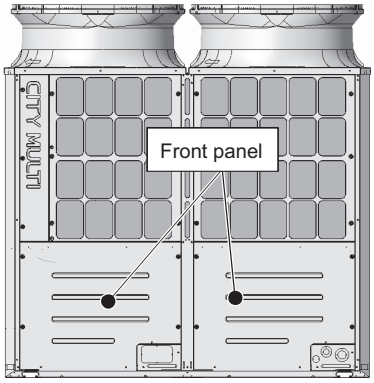

Figure 1
(1) Remove the front panel from the unit by unscrewing the 14 screws. (See Figure 1.)
(2) Remove the external temperature sensor wiring from the left drain pan by cutting the two cable ties.